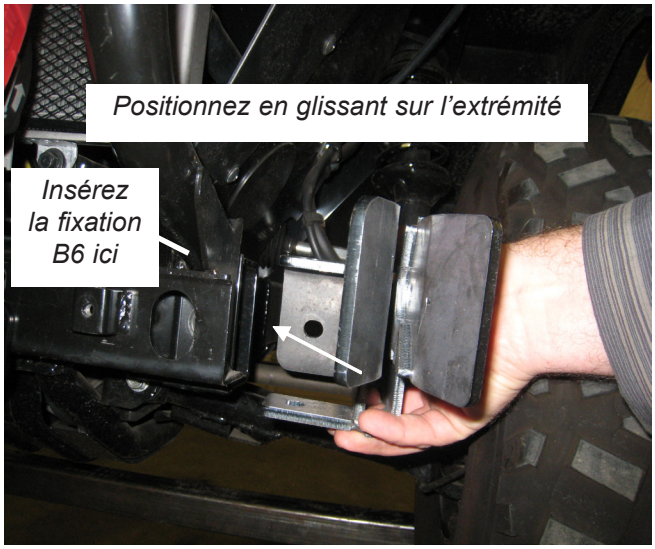

*Figure 3*
3. Placez les kits de montage de lame (A1, A2) en position. Voir figure 3. Posez les fixations (B1, B2, B3) (B4, B5, B6, B7) tel qu'indiqué dans la liste des pièces. Ne serrez pas pour l'instant.
***Remarque : Pour installer la fixation (B6), glissez-la dans l'ouverture sous le tube de pare-chocs. Voir figure 3.***